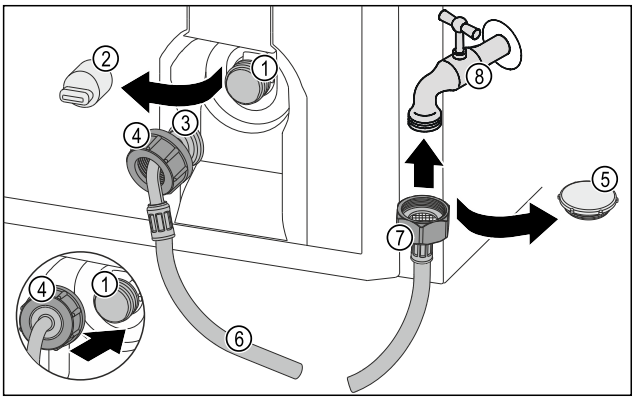

Fig. 13 Représentation à titre d'exemple
- ▶ Retirer le couvercle *Fig. 13 (2)*.
- ▶ Pousser l'écrou *Fig. 13 (4)* jusqu'en fin de l'extrémité de flexible coudée *Fig. 13 (3)* et l'y maintenir.
- ▶ Prudemment placer l'écrou *Fig. 13 (4)* sur l'électrovanne *Fig. 13 (1)* et l'y maintenir.
- ▶ Serrer l'écrou *Fig. 13 (4)* manuellement et droit sur le filetage jusqu'à obtenir une fixation sûre et solide.
- ▶ Retirer le capuchon de fermeture *Fig. 13 (5)*.
- ▶ Placer l'extrémité de flexible droite *Fig. 13 (7)* sur le robinet d'eau *Fig. 13 (8)*.
- ▶ Serrer l'écrou sur l'extrémité de flexible droite *Fig. 13 (7)* dans le sens des aiguilles d'une montre.